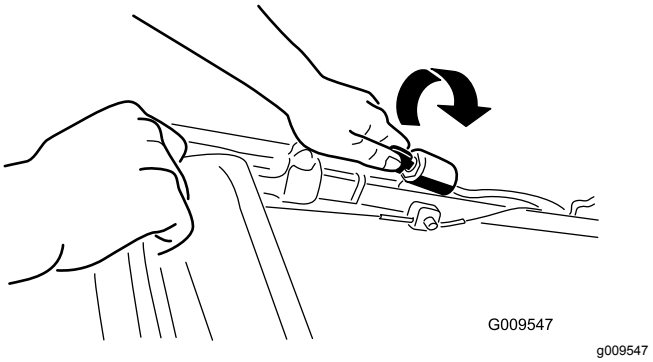
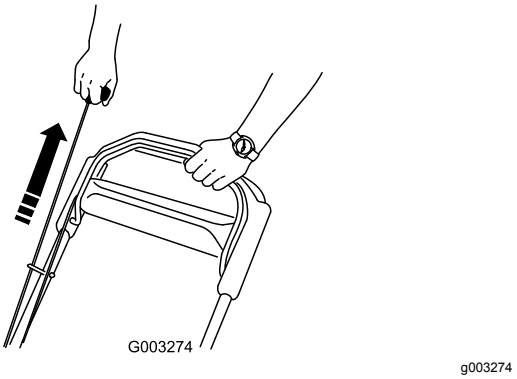

Figur 16
Figur 17
2. Vrid tändningsnyckeln (Figur 16) eller dra i startsnöret (Figur 17).
Obs: Dra lätt i starthandtaget tills du känner motstånd och dra sedan kraftigt (Figur 17). Låt snöret sakta gå tillbaka till handtaget.